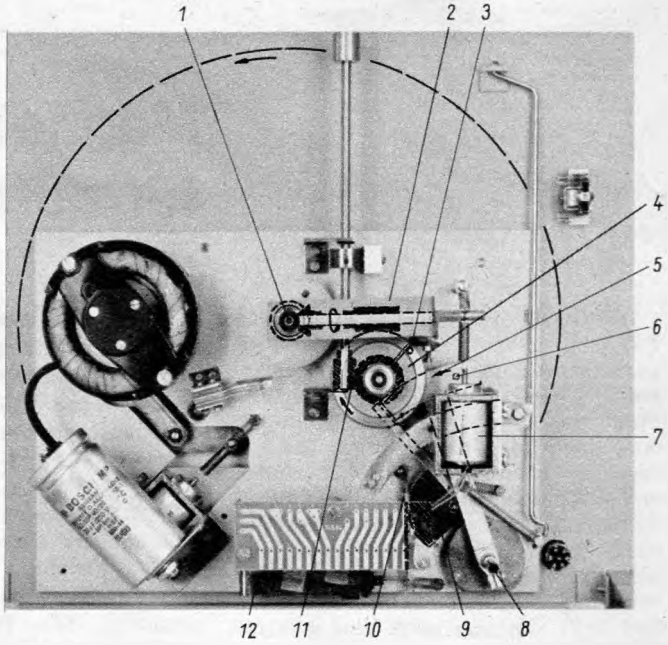

Bild 4. Getriebe des Magnettongerätes A 4. Es bedeuten:
Das Getriebe sei anhand von *Bild 4* erläutert: Die Plattentellerwelle (1) treibt über zwei Kegelräder die innerhalb der Kupplung (2) gelagerte Welle an, die mit einer Schnecke versehen ist. Beim Start erhält der Kupplungsmagnet (7) Spannung und zieht die auf der Plattentellerwelle gelagerte Kupplung (2) nach unten. Dadurch kommen Schnecke und Schneckenrad (4) in Eingriff. Das Schneckenrad besitzt auf seinem abgesetzten und nicht sichtbaren Teil eine weitere Verzahnung, die das Zahnsegment des Hebelarms (5) antreibt. Dieser Hebelarm ist über die Tonarmachse (8) fest mit dem Tonarm verbunden. Die Rotation des Plattentellers wird nun über die Kegelräder, den Schneckentrieb und das Zahnsegment in eine langsame Einwärtsdrehung des Tonarmes umgesetzt. Eine Zugfeder, die versucht, den Hebelarm (5) nach außen zu ziehen, macht jegliches Spiel zwischen den Zahnrädern durch die innewohnende Vorspannung unschädlich.